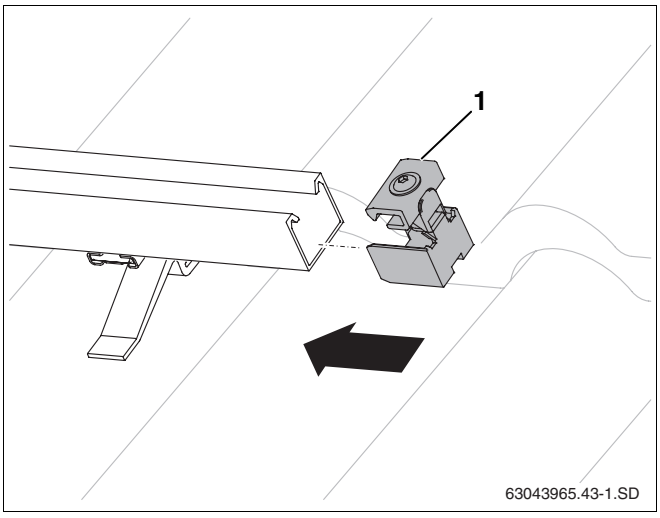

Rys. 42 Wsunięcie pojedynczej zapinki kolektora
- Wsunąć zapinki pojedyncze (rys. 42, **poz. 1**) w szyny profilowane z prawej strony pola kolektorów, muszą one wskoczyć w pierwszy otwór podłużny szyny profilowanej.